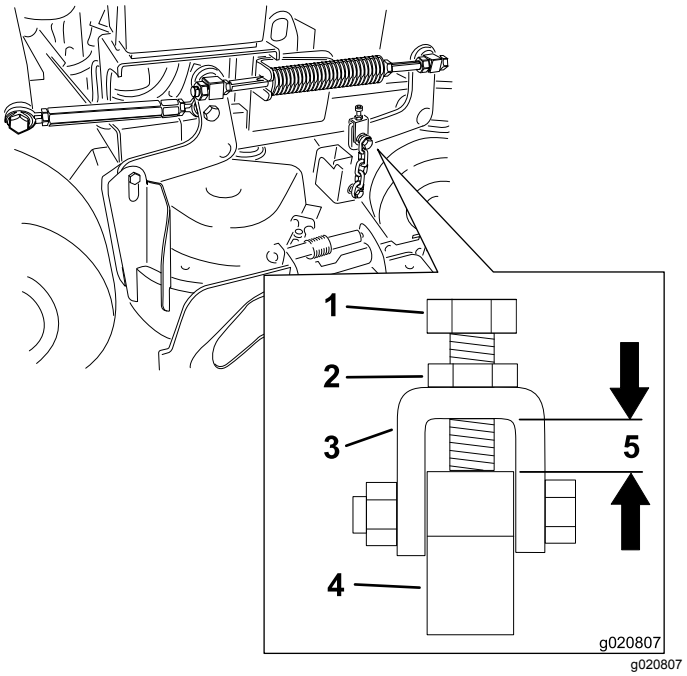

Figuur 82
Opmerking: Deze afstand moet 11 mm bedragen zoals afgebeeld in Figuur 82.
6. Als afstelling vereist is, zet dan de bovenste kettingbout los (Figuur 82).
7. Zet de contramoer los en stel de bout af om de juiste afstand te verkrijgen; zie Figuur 82.